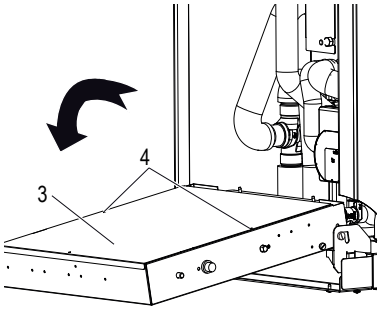

fig. 19 - cómo se gira la caja eléctrica
- girar hacia adelante (fig. 19) retirar la placa de cubierta posterior (det. 3 - fig. 19) fijada con 2 tornillos (det. 4 - fig. 19).